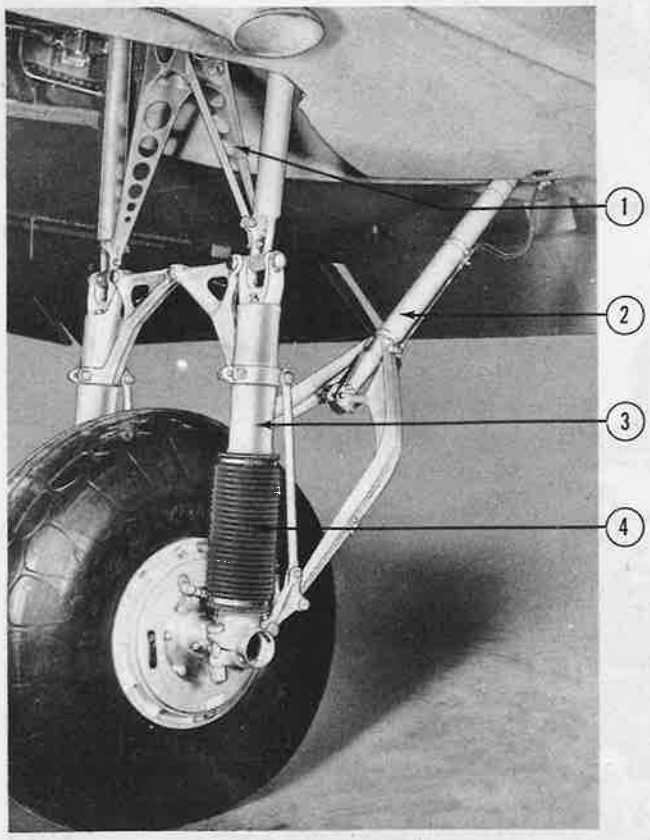

Figure 127—Main Landing-Gear Extended
b. MAIN LANDING GEAR. *(See figure 127.)*